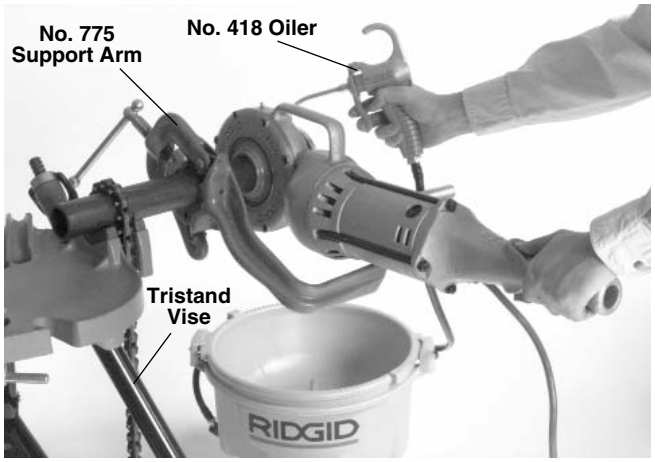

Figure 4 – Threading 2" Pipe With Power Drive Positioned On Left Side Of Vise
3. Be sure the 418 Oiler is properly filled with RIDGID Thread Cutting Oil. Position the oiler in front of the vise *(Figure 4)*.
4. Position No. 775 Support Arm on pipe so end of tang is in line with end of the pipe *(Figures 4 & 5)*. Make sure jaws squarely contact pipe and tighten handle firmly to prevent the slipping of the jaws.
⚠ WARNING To avoid serious injury, make sure Power Drive is correctly positioned on support arm *(Figures 4, 5 & 6)*. For right hand threads, Die Head will rotate clockwise (looking at the face of the Die Head). Forces developed by the threading torque will be in the opposite or counter-clockwise direction.